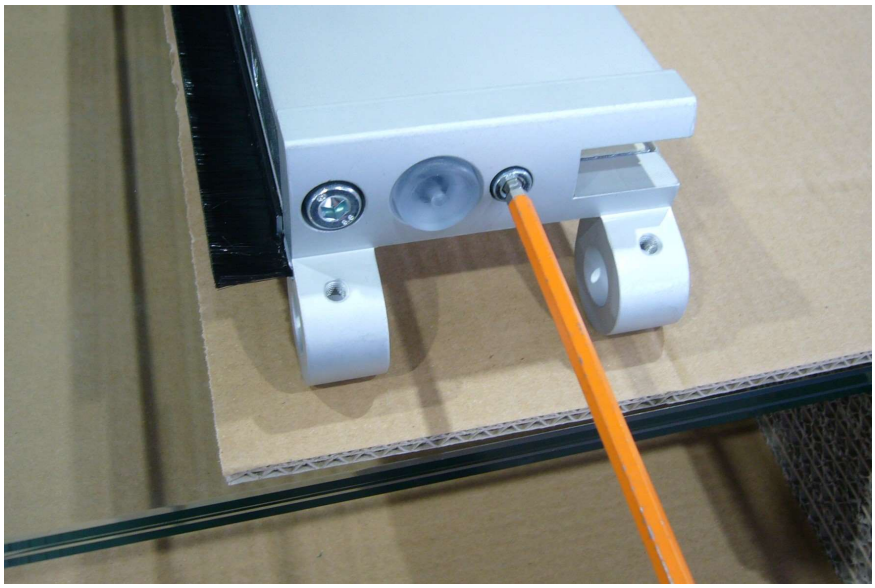
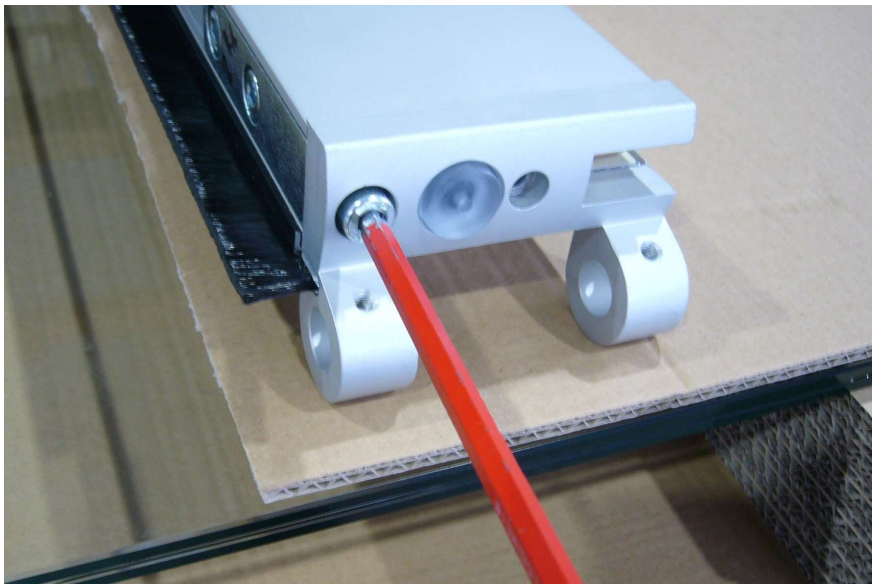

Abbildung 3
Abbildung 4
- Abschrauben der beiden Endkappen mit Inbusschlüssel der Größe 5mm und Größe 6mm (Abbildung 3 und Abbildung 4)